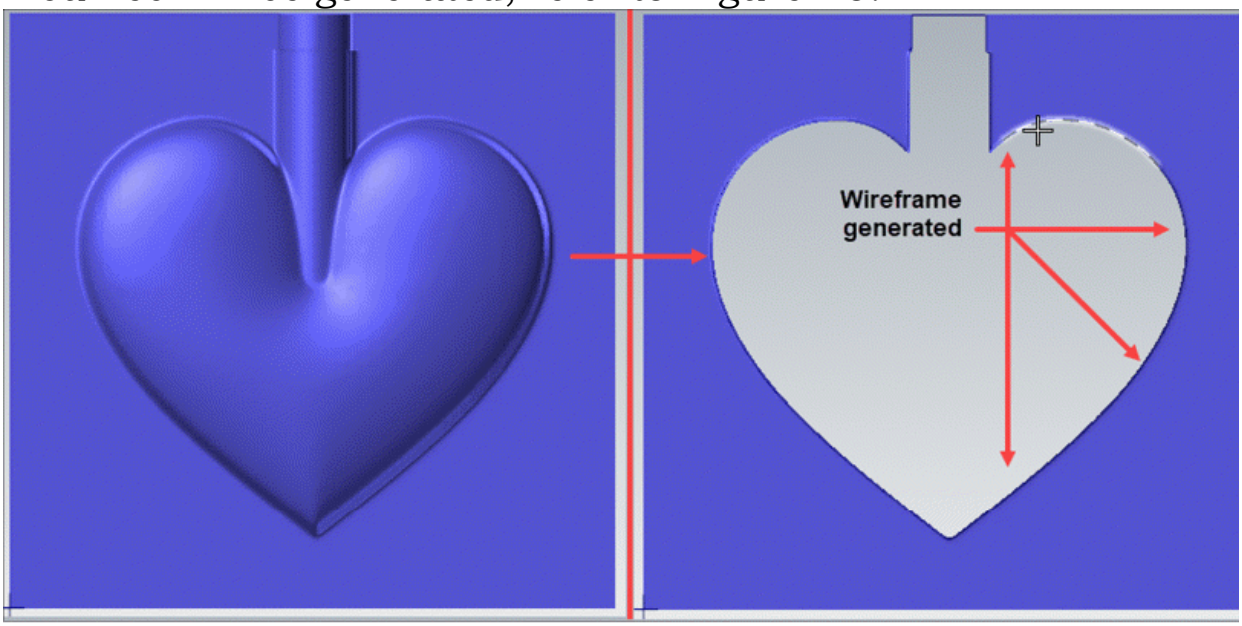

Figure-15. Tracing generated
- After setting desired values, click on the **OK** button. The curves will be generated; refer to Figure-15.